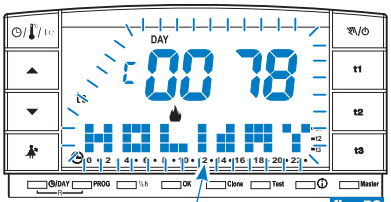

fig. 58
- Cada minuto aparecerá en la pantalla durante dos segundos, la visualización del programa **P 04 HOLIDAY** (ejemplo en la fig. 58) como nota de que se encuentra en espera.